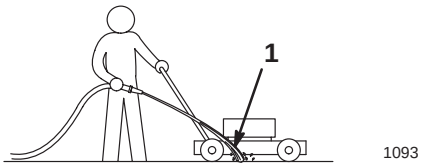

Figure 13
5. Hold the running water hose at handle level and direct the water flow on the ground just in front of the **rear right** wheel (Fig. 13).